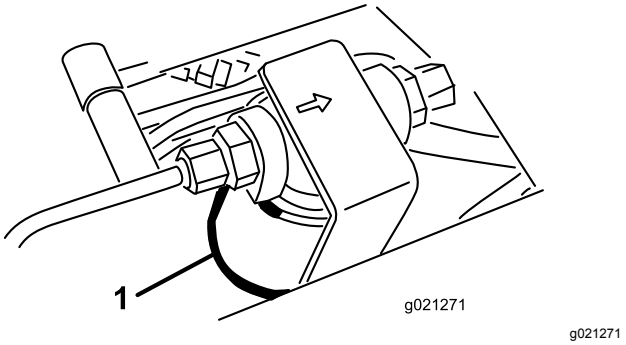
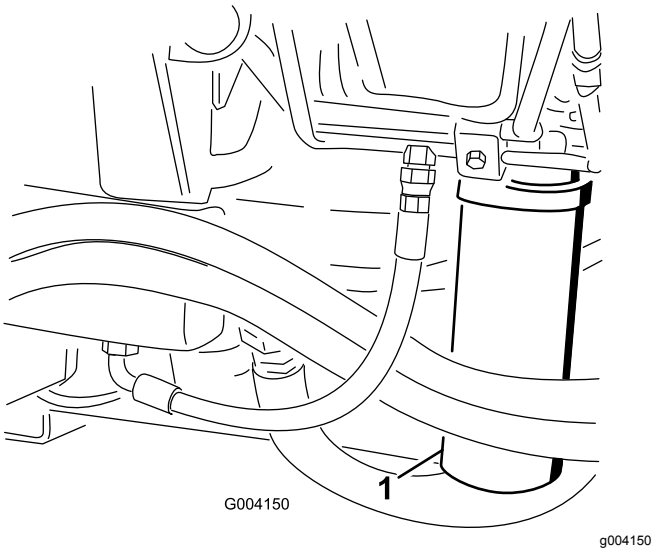

Figuur 101
Figuur 102
2. Reinig de omgeving van de plaats waar het filter wordt gemonteerd, en plaats een opvangbak onder het filter (Figuur 101) en (Figuur 102).